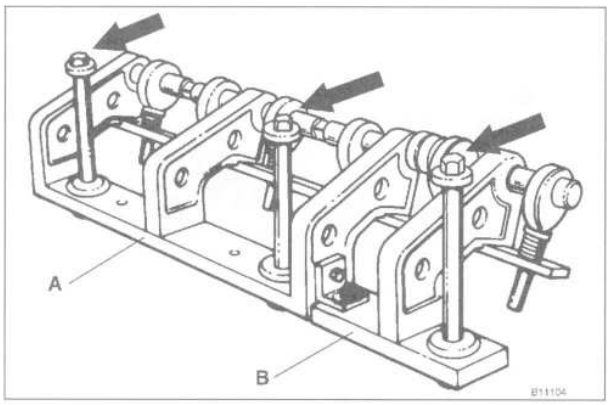

Fig. 26. Special BMW tool no. 11 3 260 (**A**) with adaptor 11 3 270 (**B**). Tool mounting bolts (**arrows**) thread into spark plug holes.
2. With the cylinder head mounted to an appropriate work stand, remove the spark plugs and install BMW special tool 11 3 260/11 3 270 to the top of the cylinder head. Do not over tighten the tool mounting bolts in the spark plug holes. See Fig. 26.